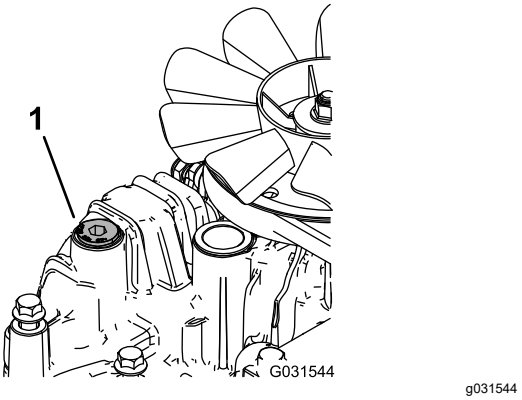

Figure 83
11. Dévissez le bouchon d'aération sur chaque transmission pour qu'il soit desserré et ballotte (Figure 83).